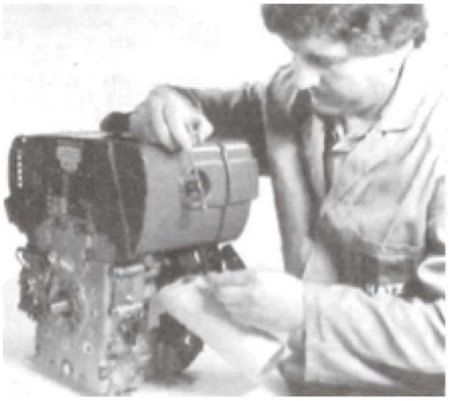

Рис. 4
- Открутите масляный щуп в маслозаливной горловине, извлеките его и долейте масло (см. Рис. 4).